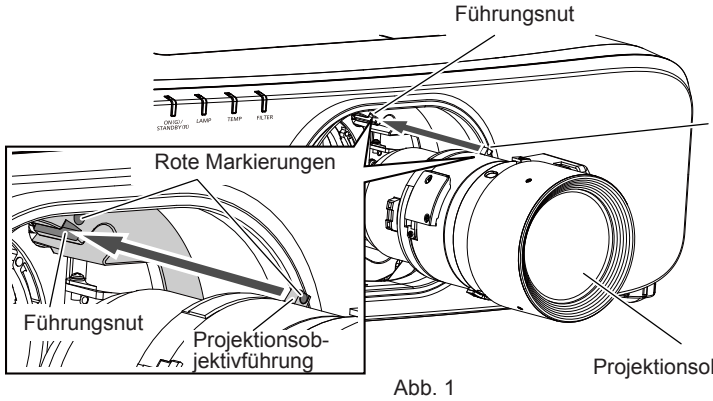

Abb. 1
1) Richten Sie die rote Markierung am Projektionsobjektiv an der roten Markierung am Projektor aus und setzen Sie das Projektionsobjektiv bis zum Anschlag ein. (Abb. 1)